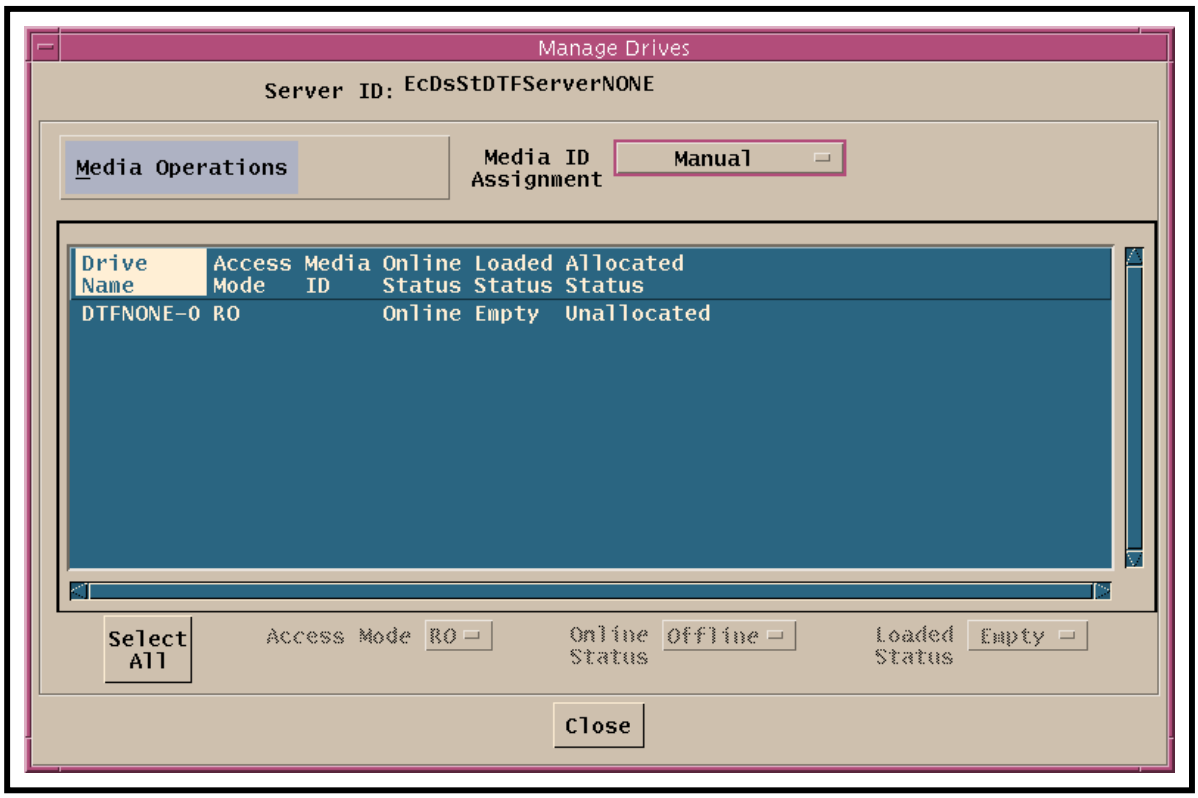

Figure 27. Manage Drives Window
- The **Manage Drives** window (Figure 27) is displayed.
11 Verify that the **Media ID Assignment** button on the **Manage Drives** window (Figure 27) is set at the **Manual** option.
- If necessary, click and hold the **Media ID Assignment** button on the **Manage Drives** window (Figure 27) to display a menu of media assignment options, move the mouse cursor to the **Manual** option (highlighting it), then release the mouse button.
- The **Manage Drives** window (Figure 27) is dismissed.